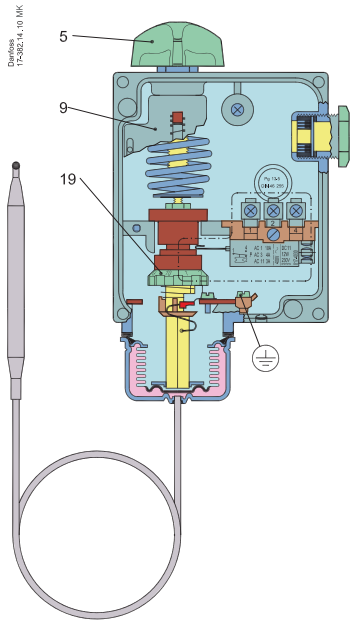

Fig. 8
2. Ajustar el termostato en 70 °C utilizando el mando manual (5) (fig. 8).
3. Ajustar el disco de diferencial (19) en 3. Este valor se obtiene del nomograma del RT 101, página 5.